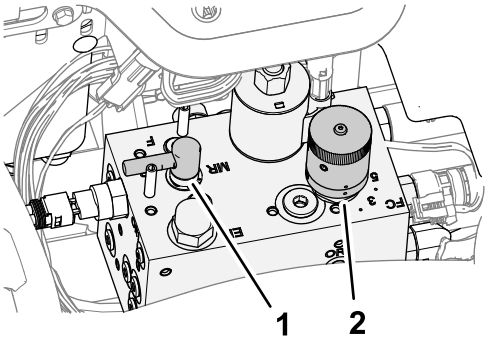

**Figur 90**
4. Flytta slipningsspaken till läge R (slipning) (Figur 90).